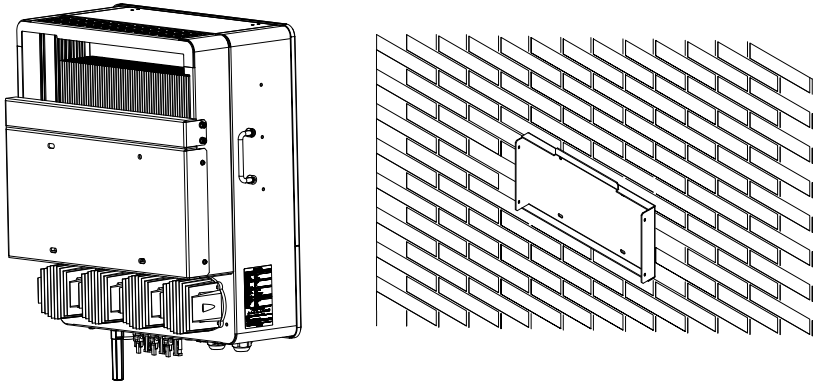

Figure 2.8 Drilling Position Diagram
- Drill four holes at the marked positions to a depth of 52–60 mm using the recommended drill bit (see Figure 2.8). Insert the expansion bolts into the holes with a suitable hammer. Mount the backplate onto the bolts and tighten to secure.
- Hold the device, align mounting holes with rear bracket, mount onto fixed rear cover (see Fig.2.8). Align side holes and fasten 4 bolts to finish installation.